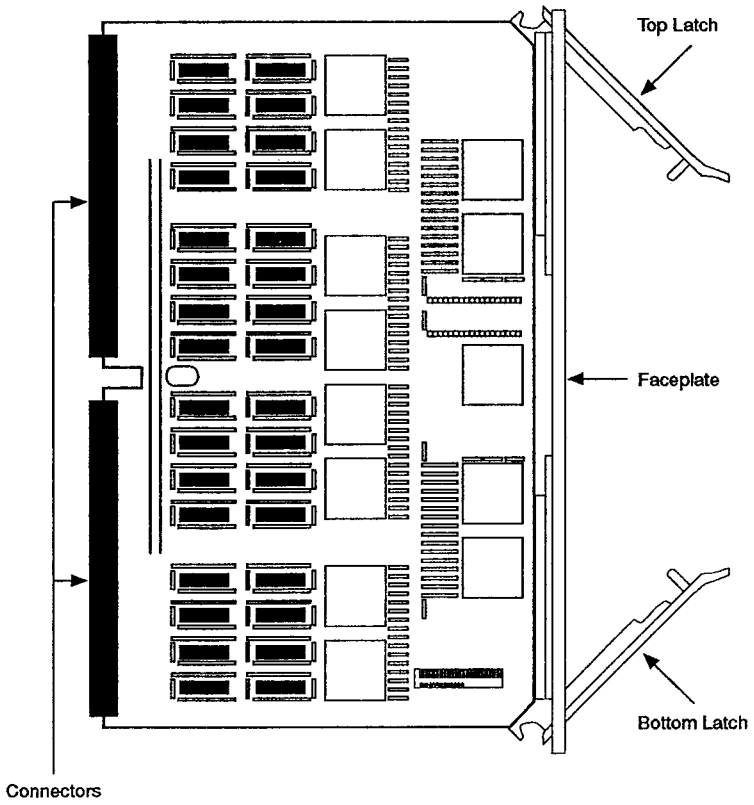

Figure 3-6. Installing DS3SWL CTR Circuit Packs—Step 1
1. Open the top and bottom latches as far as they go, which is about a 45° angle for each; see Figure 3-6.